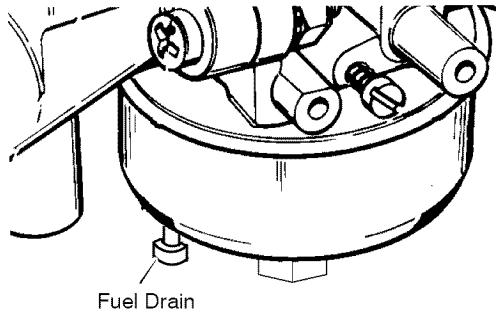

Figure 38
3. Do not leave fuel in the fuel tank or the carburetor. The fuel can damage the function of the fuel system. Some models have a **fuel drain** (Figure 38). Hold a cloth under the **fuel drain**. Push the **fuel drain** until the carburetor is empty.